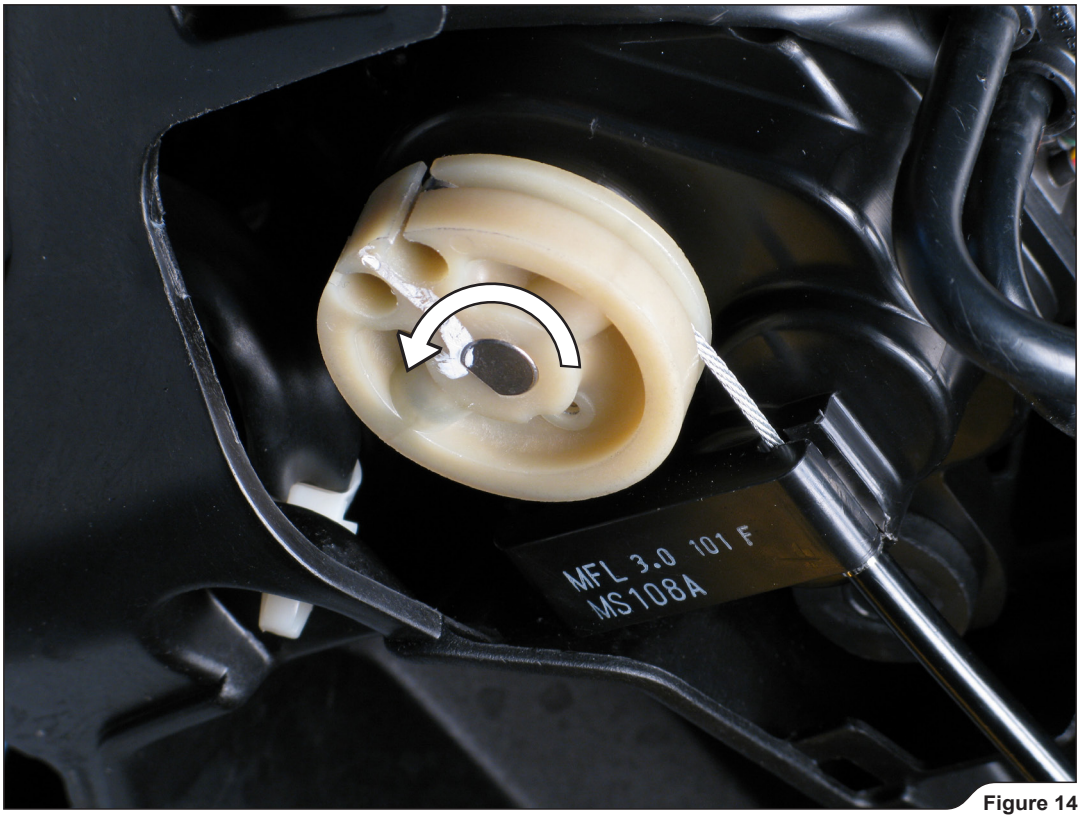

Figure 14
5. Assemble the exhaust valve cable to the servo motor and rotate the servo motor (counterclockwise) to its original position **(Figure 14).**